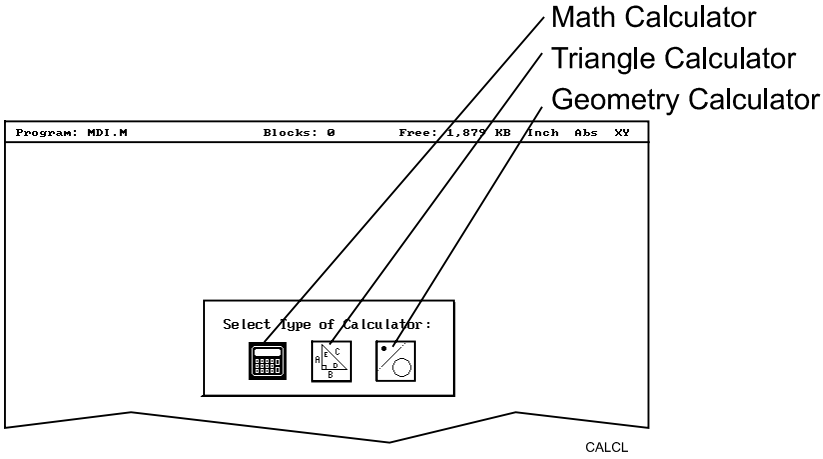

Figure 5-1, Calculator Selection Menu
1. Refer to **Figure 5-1**. In Edit or MDI Mode, press **Calc** (**F7**). The Calculator Selection Menu is displayed on the screen.
1. Refer to Figure 5-1, Calculator Selection Menu. In Edit or MDI Mode, press **Calc** (**F7**). The Calculator selection menu is displayed.